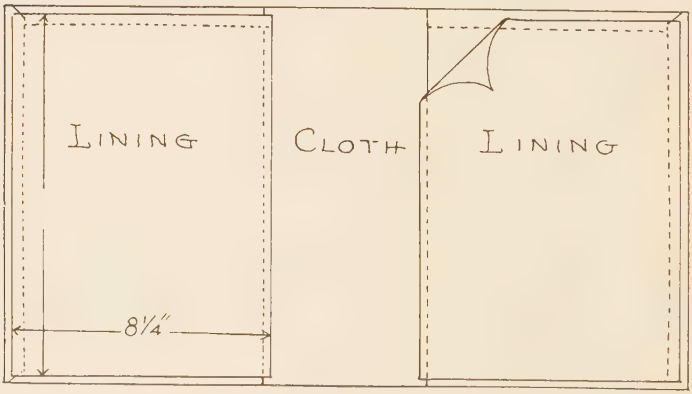

Fig. 101—Diagram of Position and Mounting Lining-out Papers
3. Glue-off papers one after another and mount on inside of covboards. (Fig. 101.)